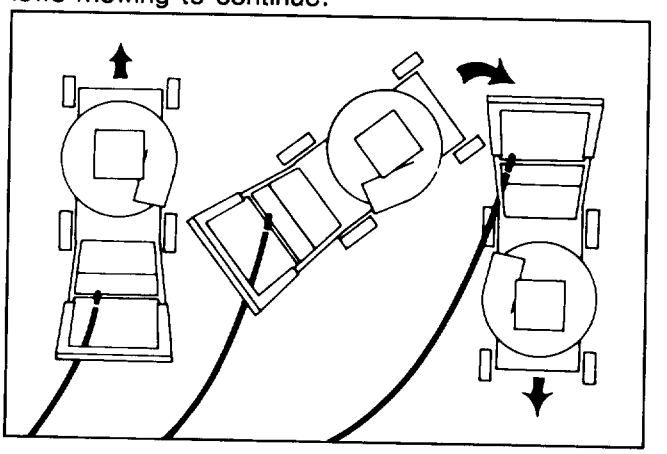

Figure 6
2. When turning around at the end of a cut path, step over the cord and turn mower (Fig. 6). The cord automatically slides to the other side and allows mowing to continue.
2. Assure chute door handle is fully forward and pin is engaged in catch (Fig. 6).
5. EMPTYING BAG—Stop motor and wait for all parts to stop. Move chute door handle forward to engage the locking pin with catch (Fig. 6). Grasp bag handle and rear of bag and lift bag off mower. Gradually tip bag forward to empty clippings.